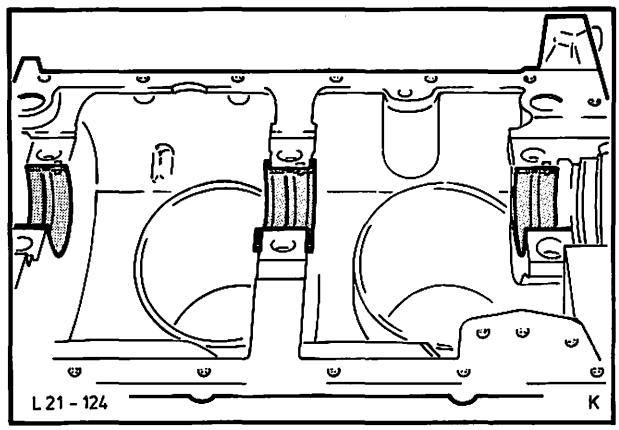

Abb. 166 Hauptlagerschalen einlegen
38. Hauptlagerschalen trocken in Zylinderblock einsetzen, mit Motoröl benetzen und Kurbelwelle einlegen, Abb. 166.